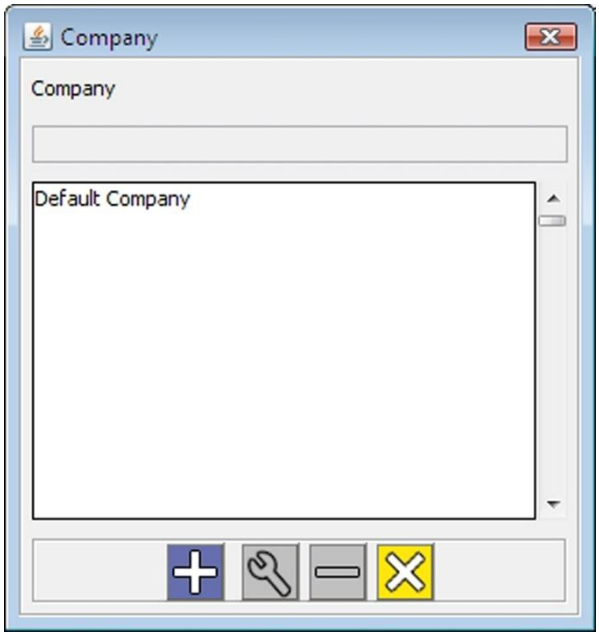

Figure 19 – Company Dialog
***Delete** a Company Name by clicking on the button and highlighting the name (see Figure 19), and then clicking the button.*